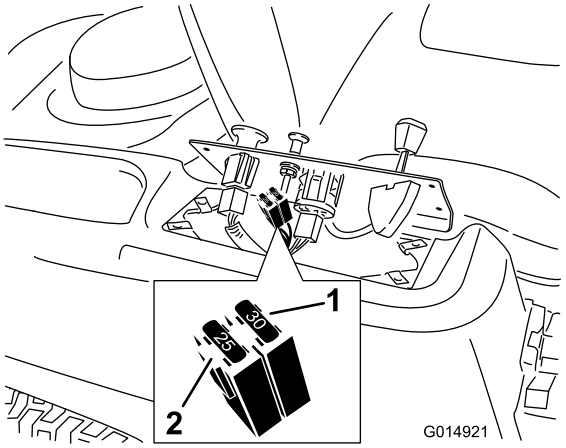

Figuur 46
2. Breng het bedieningspaneel omhoog om toegang te krijgen tot de hoofdkabelboom en het zekeringenblok (Figuur 46).
3. Om een zekering te vervangen, trekt u de zekering omhoog (Figuur 46).